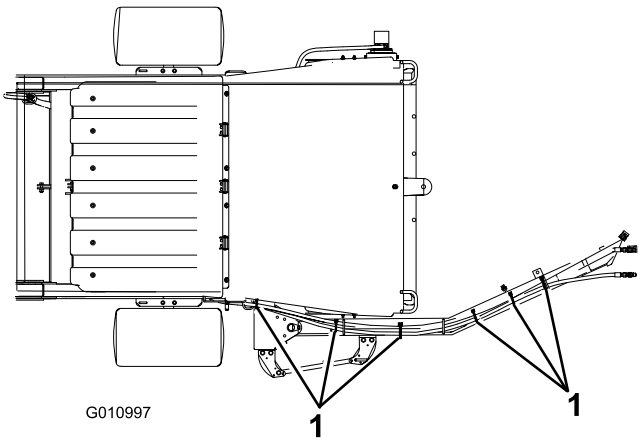
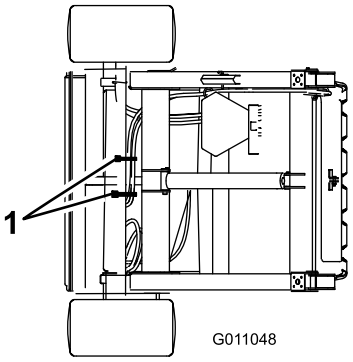

**Figur 11**
**Figur 12**
2. Fest de hydrauliske slangene og ledningsfastspenneren som vist i Figur 11 og Figur 12.